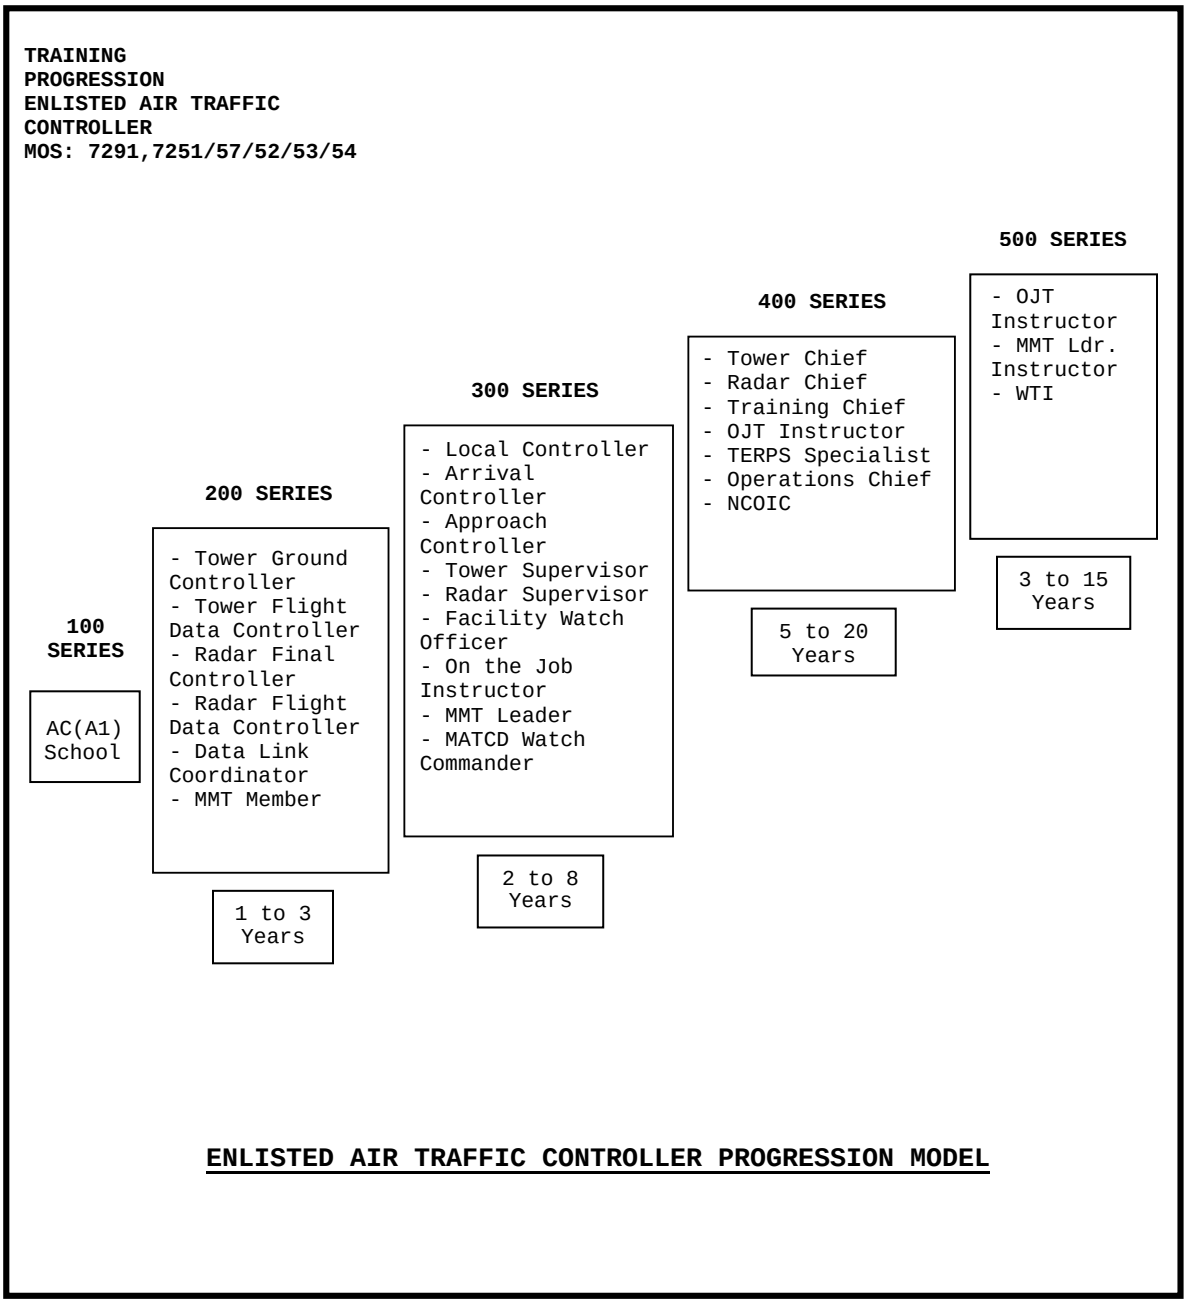

Figure 2-1.--Enlisted Air Traffic Controller Progression Model.
c. The enlisted ATC training progression model (fig. 2-1) provides a clear logical progression of qualifications within a unit. The emphasis of this model is on personnel qualifications in Core Skill Basic and Core Skill Advanced stages; with this model, training officers have the guidance needed to produce viable training plans. Units should use the model as a point of departure to generate weekly, monthly, quarterly and annual training plans.